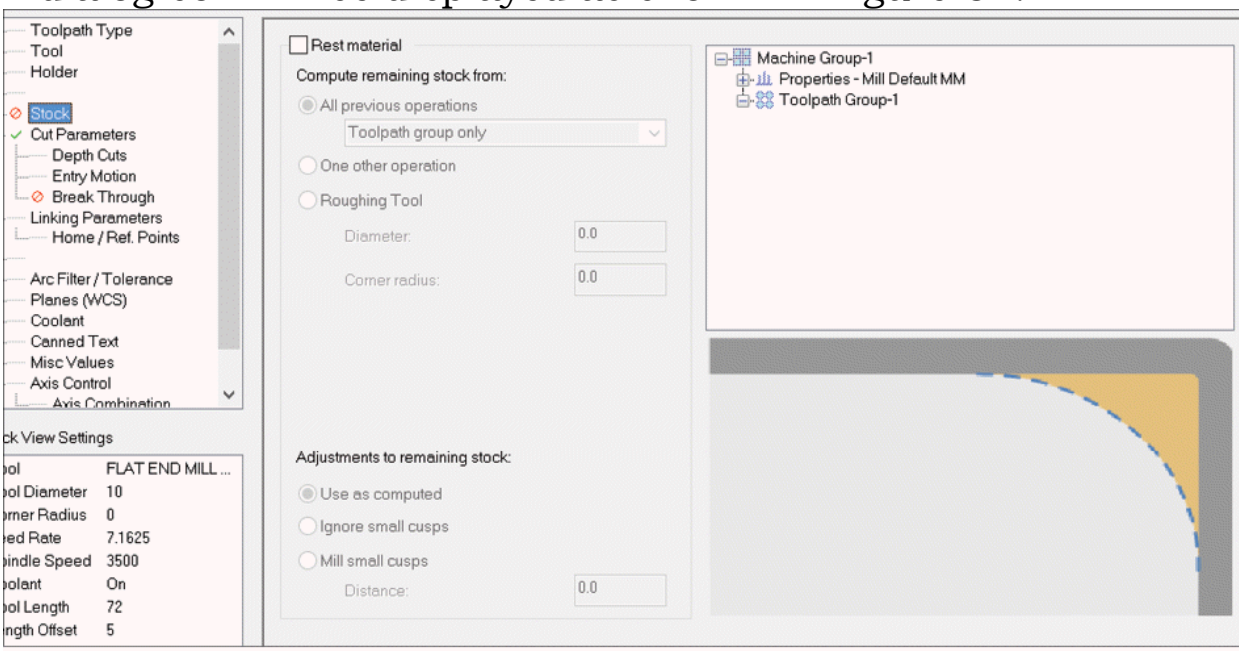

Figure-31. Rest mill options in Dynamic Mill dialog box
- If you want to create toolpath for rest mill then click on the **Stock** option from the left area of the **2D High Speed Toolpath - Dynamic Mill** dialog box. The options in the dialog box will be displayed as shown in Figure-31.